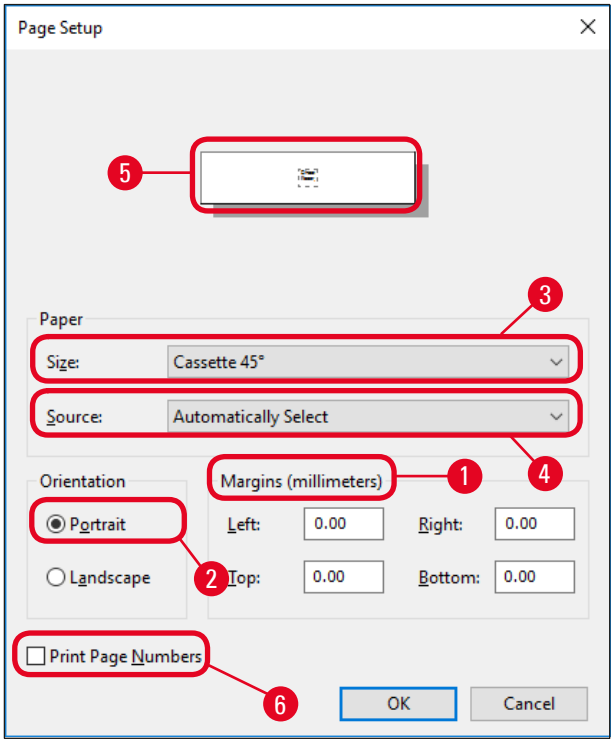

Fig. 45
3. Først skal sideindstillingerne vælges: Klik på **File** (Filer) > **Page Setup** (Sideopsætning) for at åbne dialogboksen **Page Setup** (Sideopsætning) (→ "Fig. 45").